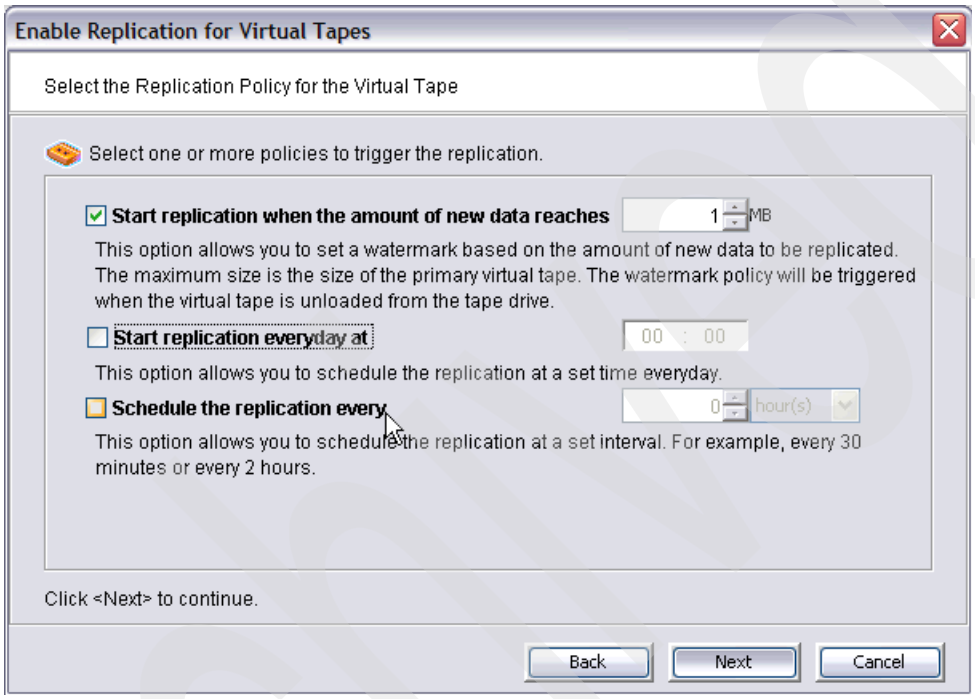

Figure 4-57 Specifying a replication trigger
4. Different triggers can be used for replication. In the Select the Replication Policy for the Virtual Tape display (Figure 4-57), you can define the triggers for replication.